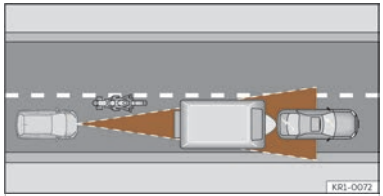

Abb. 114 Vorausfahrender Motorradfahrer außerhalb des Erfassungsbereichs des Radarsensors.
- Versetzt fahrende Fahrzeuge oder Fahrzeuge, die außerhalb des Erkennungsbereichs des Sensors fahren, z. B. Motorräder ››› **(Abb. 114)**.